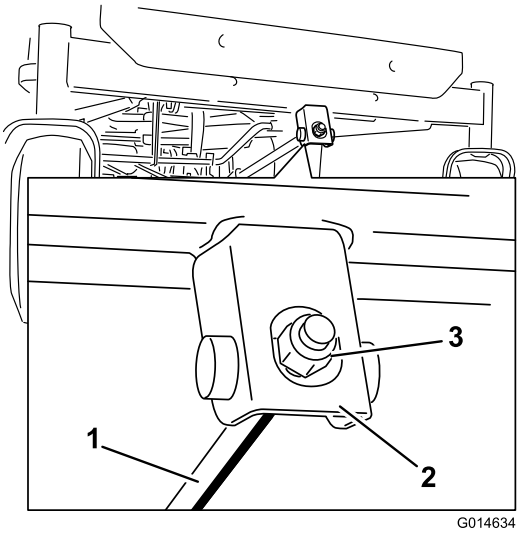

Figur 64
6. Den langsgående knivhældning justeres ved at dreje justeringsmøtrikken forrest på plæneklipperen (Figur 64).